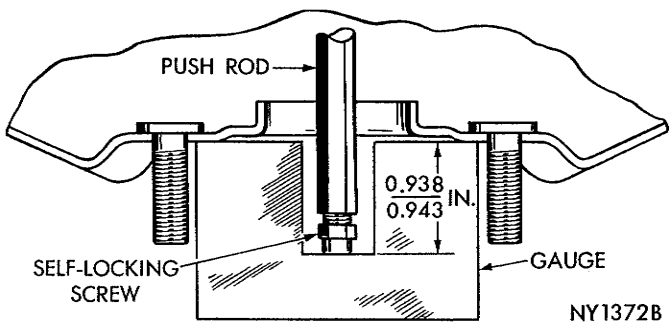

***Fig. 4—Master Cylinder Push Rod Height Gauge***
(1) With piston assembly free in cylinder and firmly seated in a released position, hold push rod seated against reaction disc and centered in spring of cylinder.
(2) Adjust self-locking screw so that head of screw is 0.933 to 0.943 inch from face of vacuum cylinder (Fig. 4). Fabricate a gauge if necessary to obtain correct adjustment.